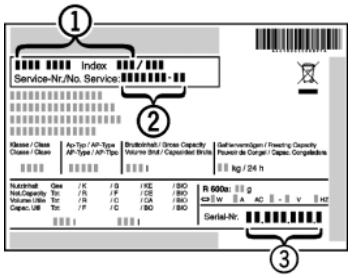

Fig. 62
▶ Считать обозначение устройства *Fig. 62 (1)*, сервисный номер *Fig. 62 (2)* и серийный номер *Fig. 62 (3)* с заводской таблички. Заводская табличка находится внутри устройства слева.